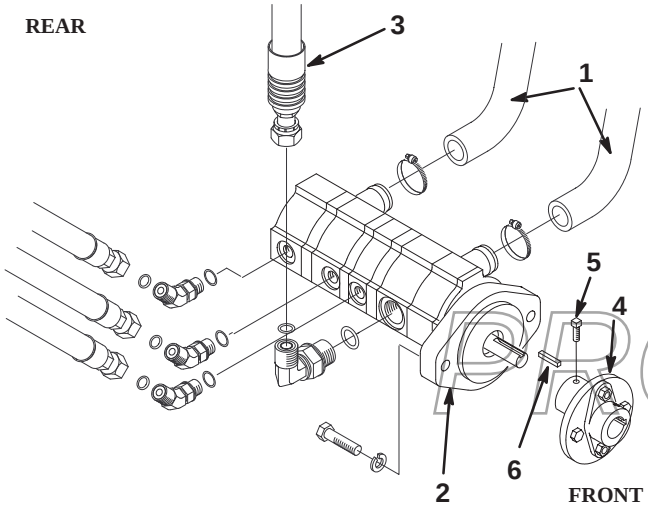
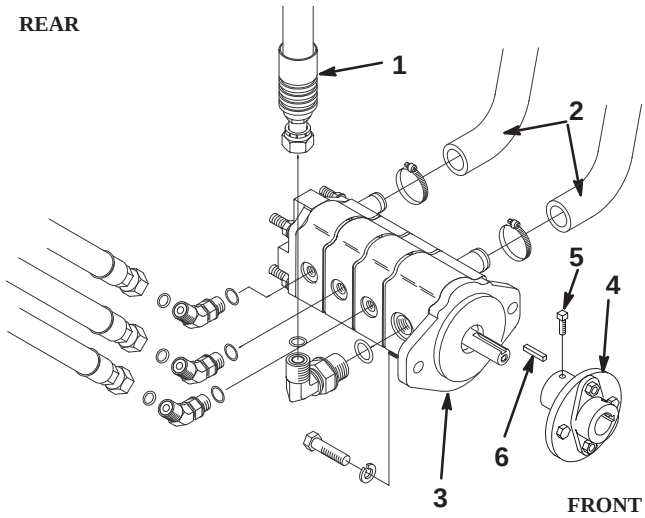

Figure 1
Figure 2
3. Remove the hose clamps securing the pump inlet hoses to the gear pump (Fig. 1). Disconnect the hoses from the pump.
4. Disconnect the hydraulic hoses from the pump fittings (Fig. 1).
5. Disconnect and remove the hydraulic hose from the control valve, as shown in figure 1. Install the new hydraulic hose to the control valve (Fig. 2).
6. Remove the fittings from the pump (Fig. 1).
7. Loosen the set screw securing the pump shaft to the pump hub (Fig. 1).
8. Remove the two capscrews and lock washers securing the gear pump flanges to the pump adapter (Fig. 1).
9. Remove the gear pump. Make sure to account for the square key on the pump shaft (Fig. 1).
10. Install the new gear pump and previously removed square key to the pump hub (Fig. 2).
11. Using the two new capscrews (included in kit) and old lockwashers, secure the gear pump to the pump adapter (Fig. 2).
12. Tighten the set screw securing the gear pump shaft to the pump hub (Fig. 2).
13. Install the fittings to the pump (Fig. 2).
14. Install the hydraulic hoses to the fittings(Fig. 2).
15. Mount the inlet hoses to the pump with the previously removed clamps (Fig. 2).